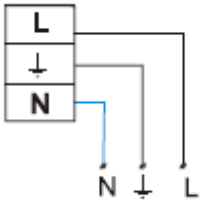

Рис. 1
3.2 Сетевой кабель пропускается через сальник и присоединяется к клеммной колодке: L - постоянная фаза; N - нейтраль. Провод заземления должен быть присоединен к соответствующей клемме колодки (см. рис.1).